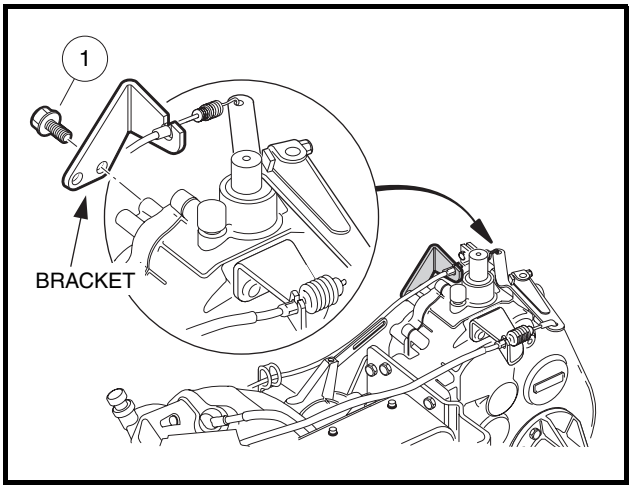

Figure 16-33 Accelerator Cable Bracket
21. Remove screws (1) securing the accelerator cable bracket to transaxle **(Figure 16-33, Page 16-14)**.
7. Install the accelerator cable bracket on transaxle case. Tighten the mounting screws to 134 in-lb (15.1 N·m) **(Figure 16-33, Page 16-14)**.